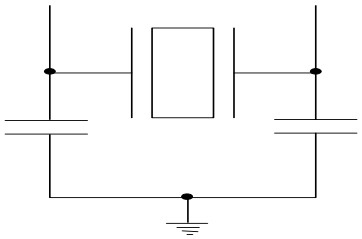

**Figure 1. Crystal Capacitive Clarification**
*Figure 1* shows a typical crystal configuration using the two trim capacitors. It is important that the trim capacitors are in series with the crystal. It is not true that load capacitors are in parallel with the crystal and are approximately equal to the load capacitance of the crystal.